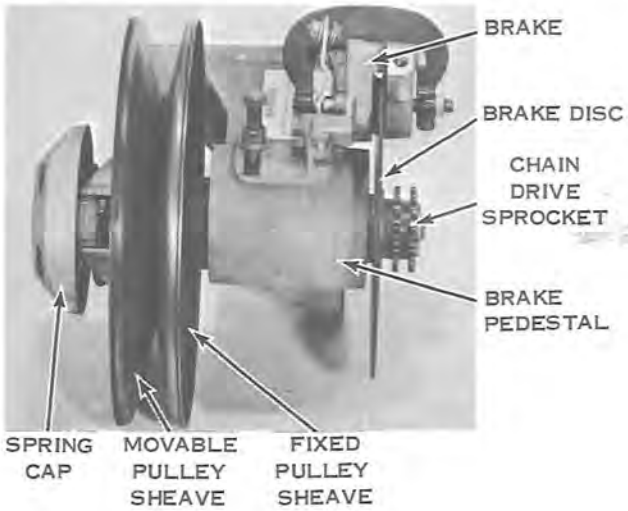

Figure 9-1. (1965)
b. Disconnect brake cable (see Figures 9-1 and 9-2).
c. Remove two screws attaching mounting pedestal to engine frame (see Figures 9-1 and 9-2). Remove secondary sheave assembly, drive chain, and drive belt.